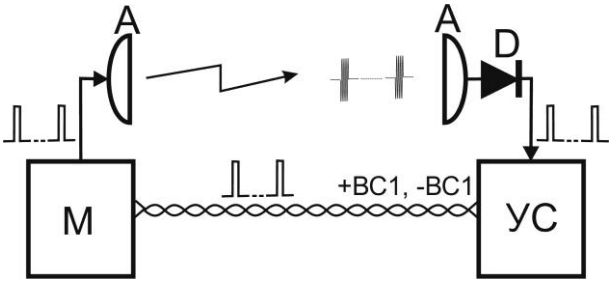

Рис. 6.10
6.2.6.4 При синхронизации по выделенным проводам (+BC1, - BC1, см. рис. 6.10), узел синхронизации УС (БУПР) посылает в модулятор М (БПРД) управляющие импульсы с периодом, выбираемым по случайному закону, во время которых антенна А (БПРД), под управлением модулятора М, излучает в направлении антенны А (БПРМ) радиоимпульсы; радиоимпульсы с выхода антенны А (БПРМ) поступают в детектор D, с выхода которого – на узел синхронизации УС БУПР и далее пропускаются через «временные ворота» для обработки и принятия решений. Данный способ обеспечивает невозможность блокирования извещателя с помощью спецсредств и отсутствие влияния близко расположенных радиоустройств, в том числе «чужих» БПРД. Питание БПРД и БУПР может осуществляться от общего или раздельных источников питания.